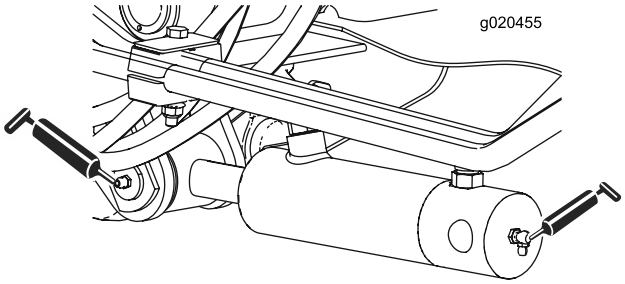

Figuur 41
- Lagerbussen van hefarmcilinder (2 elk) (Figuur 41)